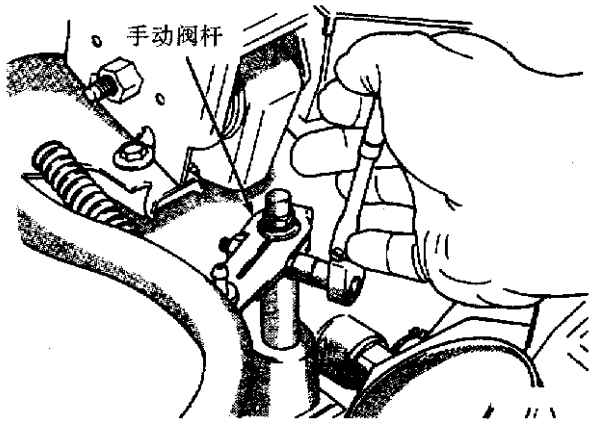

图 6－203　手动阀杆(变速杆)
①从变速器上拆下线束。
②)松开但不拿下变速杆的安装螺栓(图 6－203)。